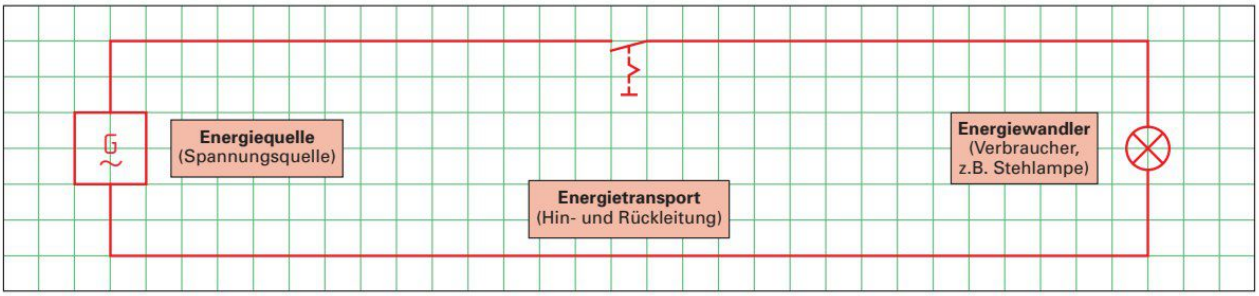

Bild 2: Schaltplan des Stromkreises für die Stehleuchte
2. Ergänzen Sie in **Bild 2** den Stromlaufplan (Schaltplan) für die Stehleuchte.